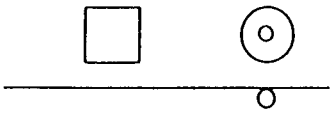

Abb. 1
Danach fließt ein Haltestrom (- - ►) von +5 V, um den Kopf in dieser Position zu halten. PL (T) ist nun niederpegelig, PL (E) hochpegelig, Q28 und Q27 sind ausgeschaltet, während Q16 und Q29 eingeschaltet sind. Im Falle von (3) Schnellvorlauf, Rückspulung in Abb. 1 sind PL (T), PL (L) und PL (E) niederpegelig, und die Köpfe sind nicht mit dem Band in Berührung. Im Falle von (1) Wiedergabe/Aufnahme und bei (2) Schnellöschung werden PL (L) und PL (E) auf hohem Pegel gehalten, und die Köpfe sind mit dem Band in Berührung. Bei Wiedergabe/Aufnahme ist die Andruckrolle ein bißchen weiter auf der Tonwellenseite als bei Schnellöschbetrieb, und das Band wird zwischen Tonwelle und Andruckrolle für einwandfreies Laden festgehalten, so daß eine gleichbleibende Geschwindigkeit gewährleistet wird.